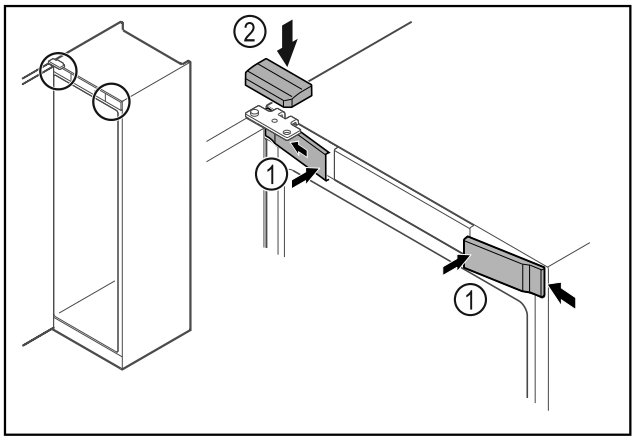

*Fig. 49 **
▶ Hook in the front covers *Fig. 49 (1)* on the side and snap them into place.*
▶ Snap on the top cover *Fig. 49 (2)* from above.*